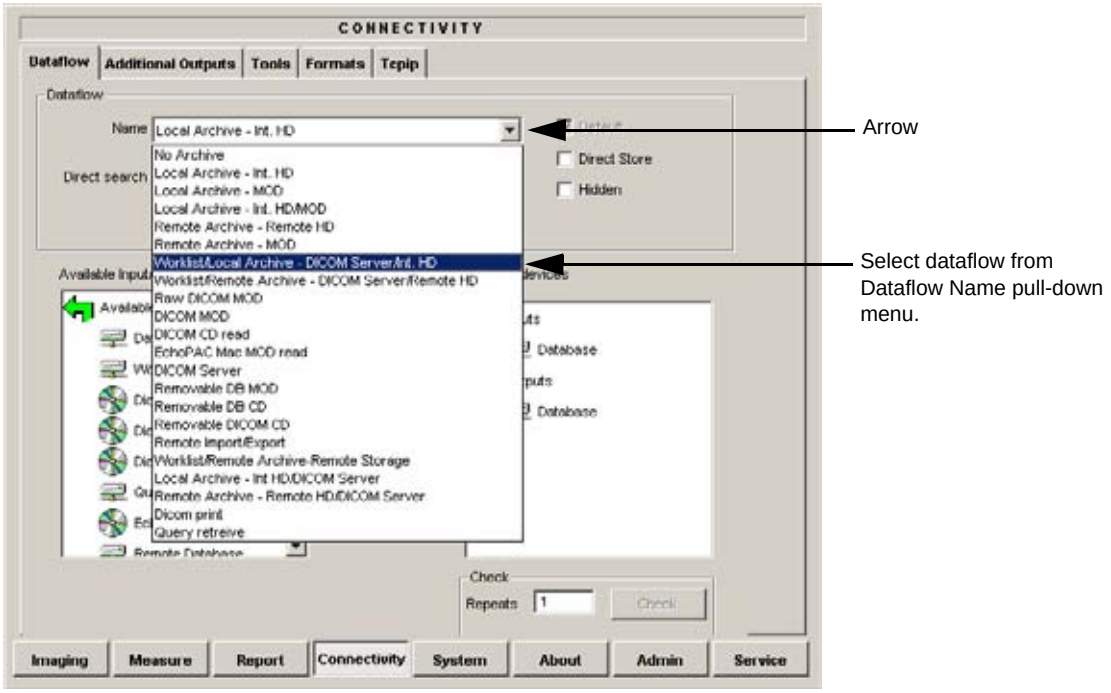

Figure 3-95 Select Dataflow
4.) Select the arrow to the right for the Name field to list all dataflows in a pull-down menu, see Figure 3-95.
5.) Select the dataflow you want to configure from the Dataflow Name pull-down list, see Figure 3-95.